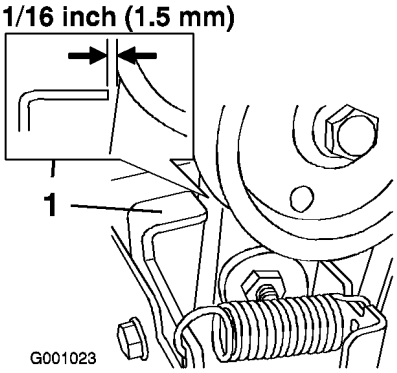

Figur 39
3. Når spiralbladets/viftehjulets spak er deaktivert, påse at mellomrommet mellom spiralbladclutchen og tappen er 1,5 mm (Figur 39).